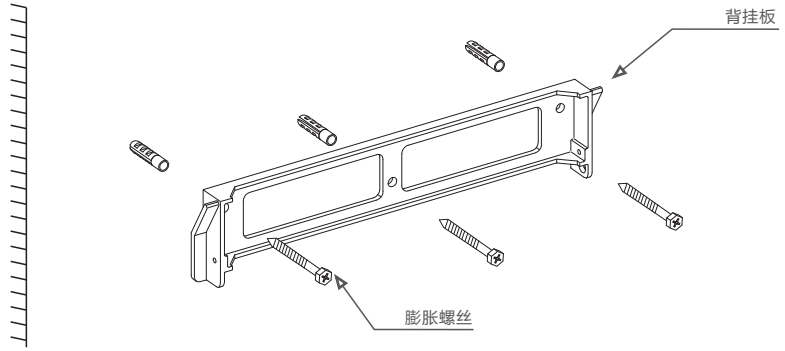
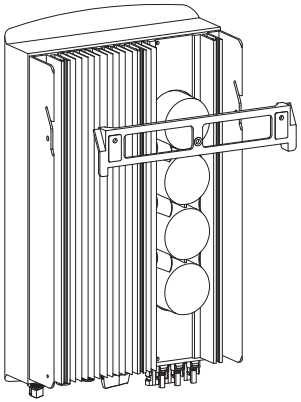

图4.4 逆变器安装
图4.5
参考图 4.4 以及图 4.5 来安装逆变器。逆变器必须垂直安装。安装步骤如下:
2.确保支架是水平的，安装孔（如图4.4和图4.5）是正确标记的。通过标记处钻入墙。
4. 将逆变器抬起，使得逆变器背部安装支架中的开孔，对准背挂板上部的凸起，然后缓慢将逆变器固定到安装板上，直到逆变器牢固安装后，操作人员才可松开设备（如图4.5）。